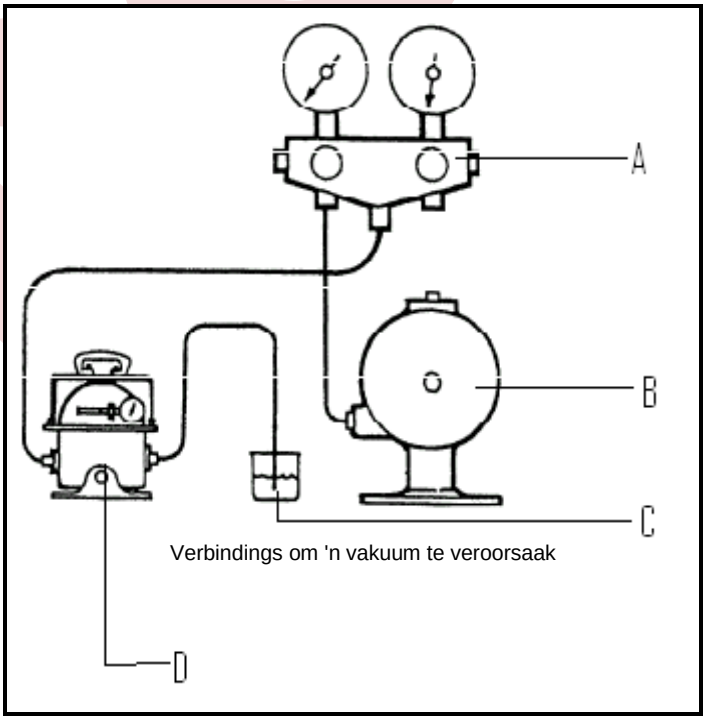

FIGUUR 1
3.1 FIGUUR 1 toon verbindings om 'n vakuum te veroorsaak.